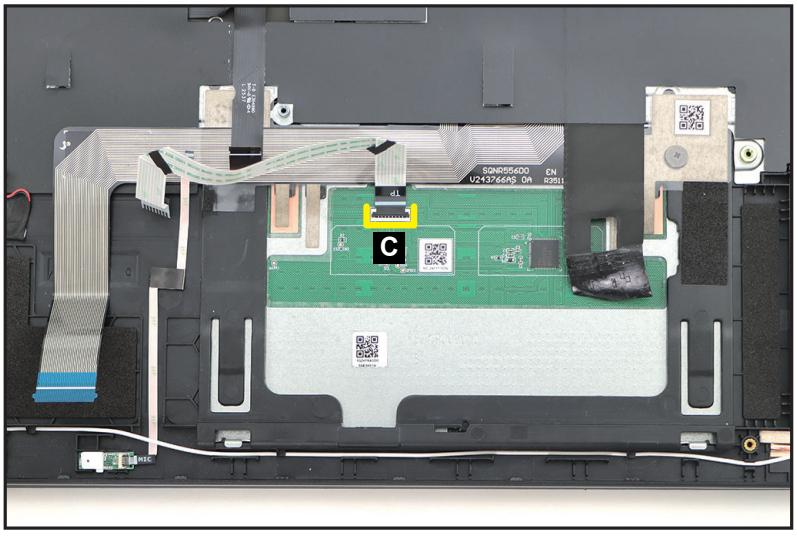

Figure 1-48. Touchpad Module Removal
3. Disconnect the touchpad FFC from the touchpad module connector (C) (Figure 1-48). Then remove the FFC.